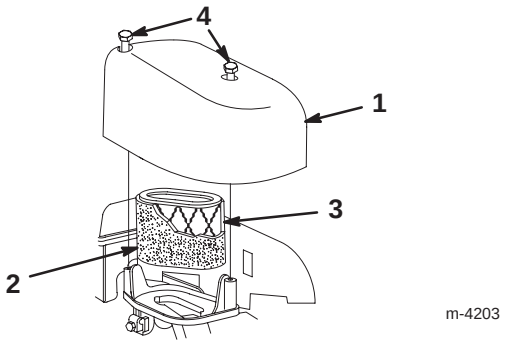

Figur 23
3. Ta loss skruvarna som håller luftfilterkåpan (figur 23).
4. Ta bort kåpan och rengör den noggrant (figur 23).
6. Tvätta förrenaren med vatten och ett milt diskmedel, och torka sedan torrt genom att ”dutta” (figur 23).
7. Tag bort pappersluftfiltret och kassera det (figur 23).
8. Sätt in det nya pappersluftfiltret i skumförrenaren (figur 23).
9. Montera det nya luftfiltret (figur 23).
10. Montera kåpan och säkra den (figur 23).